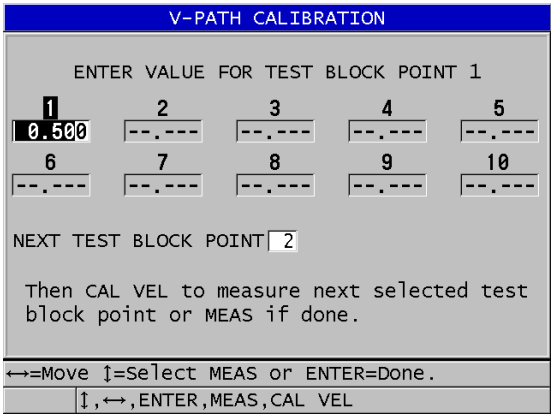

Rysunek 12-5 Edytowanie punktu 1 kalibracji ścieżki V
9. Na ekranie **V-PATH CALIBRATION** (Kalibracja ścieżki V) edytuj wartość punktu **1**, dopasowując ją do znanej grubości (patrz Rysunek 12-5 na stronie 256).